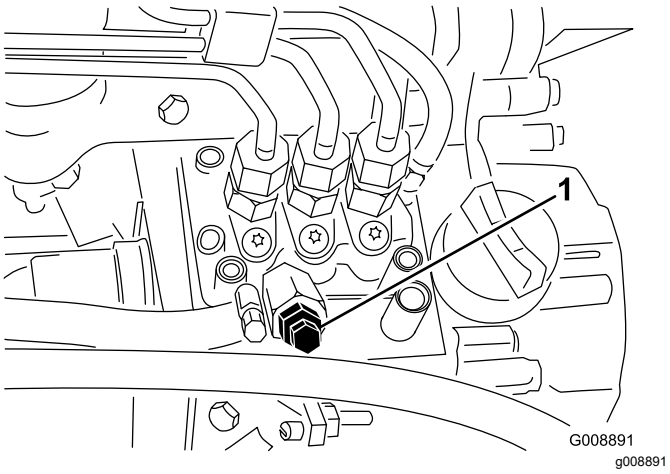

Figur 35
4. Åbn udluftningsskruen på brændstofindsprøjtningspumpen (Figur 35).